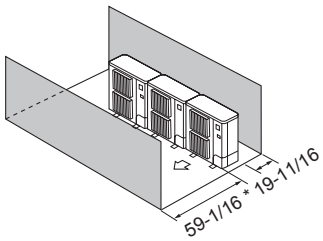

Fig. 3-14
④ Obstáculos sólo en la parte delantera y trasera (Fig. 3-14)